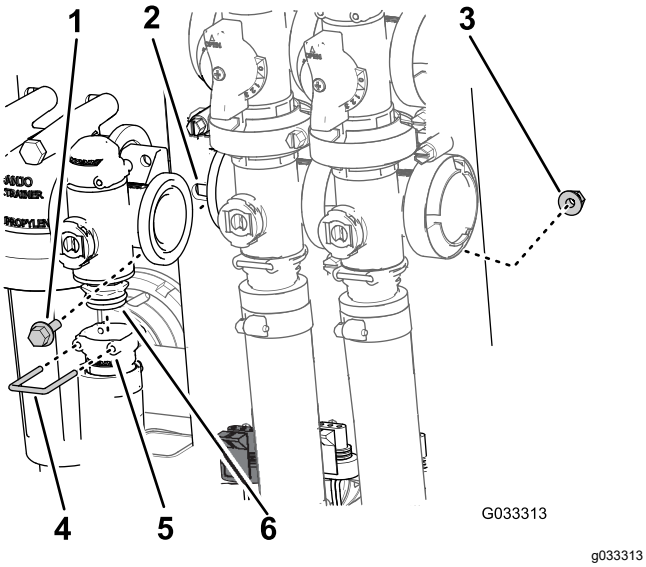

Figur 69
2. Ta bort hållaren som fäster utloppskopplingen vid sprutmängdsventilens grenrör (Figur 69).
3. Ta bort de två flänsskruvar och de två flänslåsmuttrar som håller fast sprutmängdsventilen vid ventilfästet, och avlägsna sedan ventilgrenröret från maskinen (Figur 69).